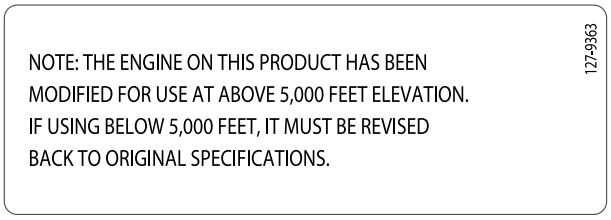

**Figur 3**
**Vigtigt:** **Hvis du i en periode bruger maskinen over 1500 m, skal du sikre, at High Altitude-sættet er blevet monteret, så motoren overholder CARB/EPA-emissionsbestemmelserne. High Altitude-sættet øger motorens ydeevne, mens forurening af tændrøret, startvanskeligheder og øgede emissioner forhindres. Når du har monteret sættet, skal du påsætte High Altitude-mærkaten ved siden af seriemærkaten på maskinen. Kontakt en autoriseret Toro-serviceforhandler for at opnå det korrekte High Altitude-sæt og -mærkat til din maskine. Du kan finde en forhandler på vores websted www.Toro.com eller kontakte vores Toro Customer Care Department på de telefonnumre, der er anført i garantierklæringen om motoremissionskontrol. Fjern sættet fra motoren, og gendan motorens oprindelige fabrikskonfiguration, når motoren kører under 1500 m. Betjen ikke en motor, der har været omstillet til brug i højder, i lavere højder, da motoren kan overophede og blive beskadiget. Hvis du er i tvivl om, hvorvidt maskinen har været omstillet til brug i højder, kan du kigge efter følgende mærkat (Figur 3).**